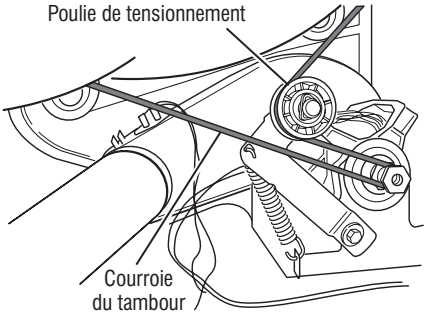

Figure 7 - Retirer la courroie du tambour lentement.
7. Vérifier le moteur d'entraînement. Séparer lentement la courroie du tambour de la poulie de tensionnement chargée par ressort, en laissant la poulie descendre doucement. Voir figure 7.